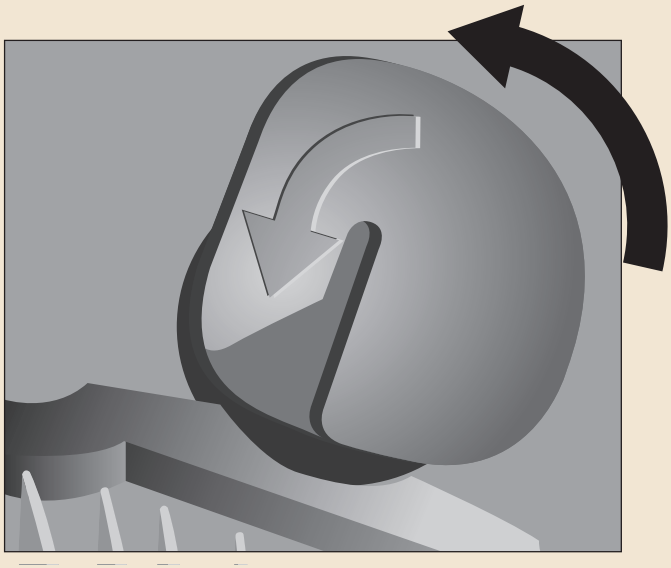

Figura 18.15: Gire o topo da presilha para a esquerda.
1. Gire o topo da presilha totalmente para a esquerda (no sentido da seta que está desenhada em seu topo). Ver Figura 18.15.